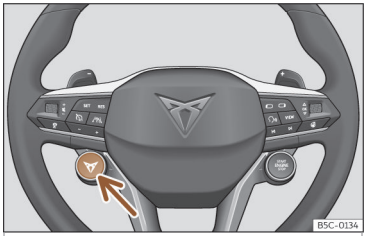

Abb. 147 Multifunktionslenkrad: Schalter für den Fahrprofilwechsel
- **ODER:** CUPRA-Knopf auf der linken Seite des Lenkrads››› Abb. 147 kurz drücken, um das Fahrprofil zu wechseln. Durch längeres Drücken auf den CUPRA-Knopf gelangt man direkt zum Fahrprofil **Cupra**.